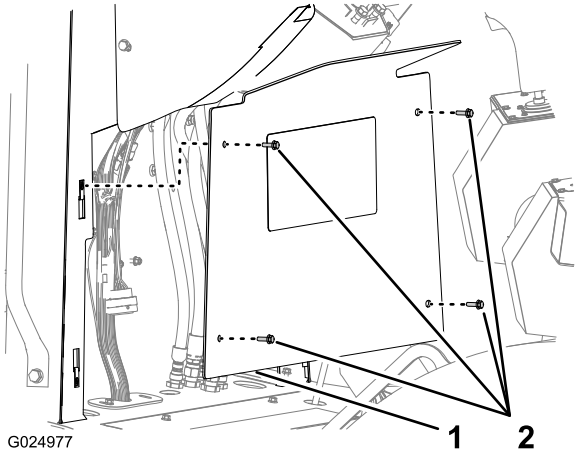

Rysunek 117
1. Wykręć 4 śruby kołnierzowe z łbem sześciokątnym (6 x 20 mm) mocujące dolny panel konsoli do konsoli i zdejmij panel (Rysunek 117).
3. Ustaw dolny panel konsoli na konsoli (Rysunek 117).